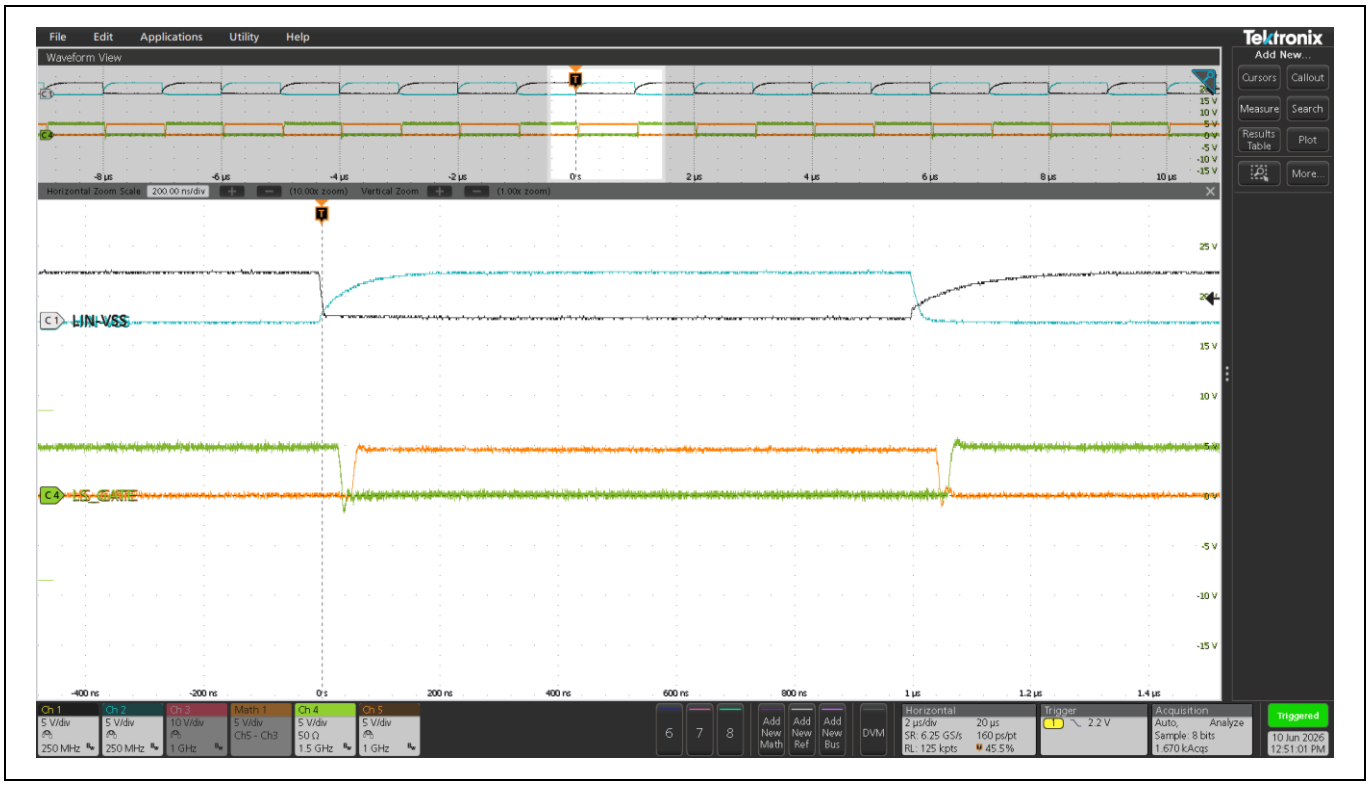
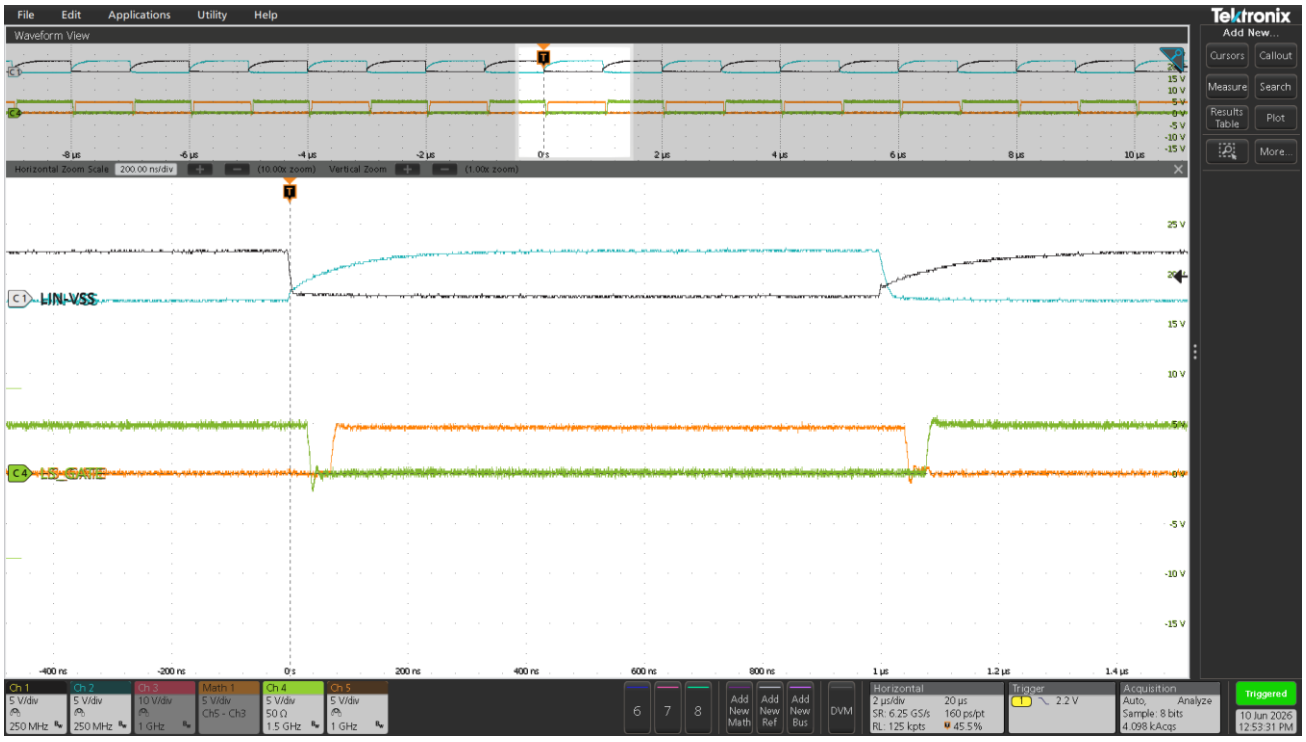

Figure 3 Deadtime between Q1 and Q2 using R8=100Ω and R9=200Ω
Figure 4 Deadtime between Q1 and Q2 using R8=200Ω and R9=300Ω
To support a single external PWM input through X23, an optional complementary 5 V PWM signal with tunable deadtime (DT) is generated via an onboard sub circuit through an AND logic gate (U3) and an inverter (U4) with associated RC circuitry. R8 and R9 are 1 kΩ trim pots and C10 and C22 are 330 pF capacitors. Both components together will define the delay on the PWN signals. The DT is defined as the time interval where both GaN HEMT are turned off and it will depend mainly on the RC time constants at each PWM input, but it will also depend on the IN+/IN- logic thresholds, propagation delay, blanking time, driver strength of the driver and gate charge of the FETs. **Always verify that there is sufficient deadtime between the gate drive signals output by U1 and U2 to avoid any cross conduction in the half bridge.** Figure 3 and Figure 4 show the DT for three different R8 and R9 configurations in an open loop configuration. (HIN-VSS) and (LIN-VSS) waveforms are the PWM input pulses while LS_GATE and HS_GATE waveforms are the driver pulses.